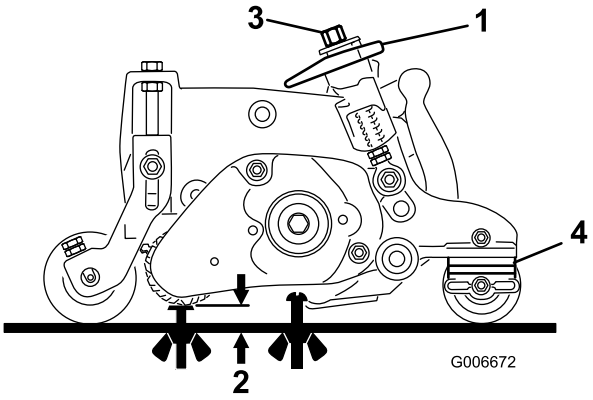

Figura 40
3. Gire las palancas de elevación rápida (Figura 40) a la posición de Engranado (palanca orientada hacia la parte delantera de la unidad de corte). **Utilice la tabla de Alturas de corte (HOC) y Alturas de acondicionado (HOG) recomendadas para ajustar la barra de ajuste.**
4. En un extremo del molinete del acondicionador, mida la distancia entre la punta más baja de la cuchilla del acondicionador hasta la superficie de trabajo (Figura 40). Gire el pomo de ajuste de altura (Figura 40) para elevar o bajar la punta de la cuchilla del acondicionador a la altura deseada.